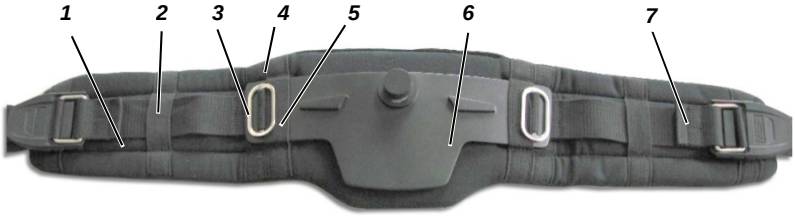

Fig. 40 Heupgordel met zwenkbare plaat
Bij deze opties kan een zwenkbare heupplaat worden bevestigd. De heupgordel wordt direct op de zwenkbare plaat gemonteerd, zie Fig. 40.
(1) Voer de metalen gepsen en de riem, zoals wordt getoond in Fig. 40, door de **buitenste** lussen in de riemvulling.
(2) Voer de zwenkbare plaat in de twee **binnenste** lussen van de gordelvulling.
(3) Bevestig de metalen gespen, zoals afgebeeld bij de zwenkbare plaat.